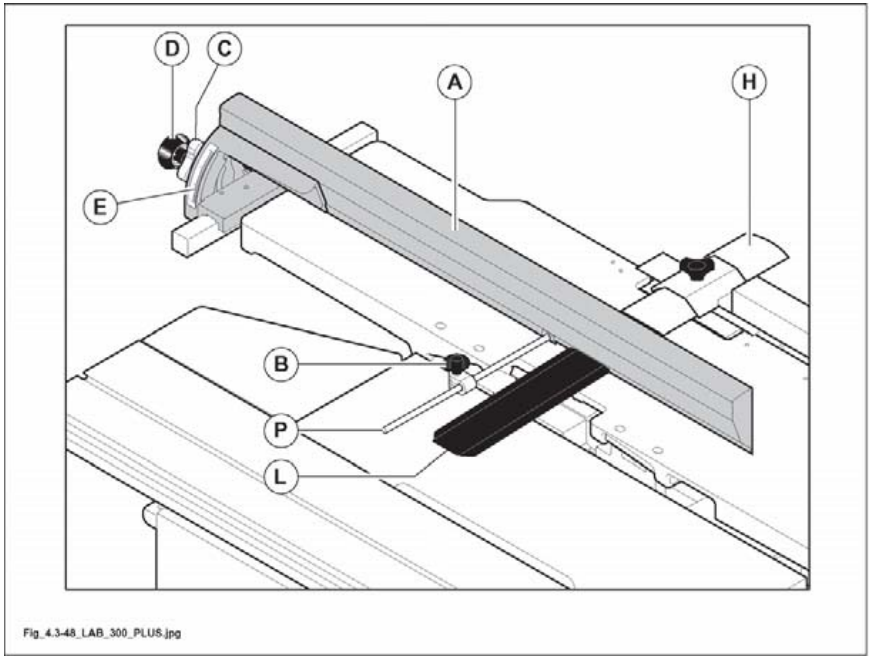

Abb. 4.3-48
- Den Fügeanschlag (A Abb. 4.3-48) in der gewünschten Position anbringen und mit dem Griff (D Abb. 4.3-48) festziehen.
- Um die Führung von 90° auf 45° zu neigen, die Blockierung (C Abb. 4.3-48) lösen, und auf die Skala (E Abb. 4.3-48) Bezug nehmen.
- Nach der Einstellung die Sicherung (P Abb. 4.3-48) bis zum Anschlag auf der Abrichtführung (A Abb. 4.3-48) bewegen und den Knauf (B Abb. 4.3-48) anziehen.
die Schutzvorrichtung (H Abb. 4.3-48) und (L Abb. 4.3-48) müssen während der Arbeit stets auf der Hobelwelle liegen.